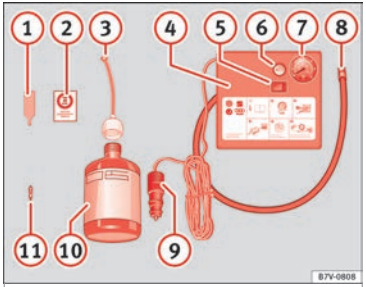

Fig. 102 Standard representation: contents of the anti-puncture kit.
The tyre mobility system is located underneath the floor covering in the boot. It includes the following components ››› **Fig. 102**:
Screw the inflator tube ››› **Fig. 102** (8) again and check the tyre pressure on the gauge (7).